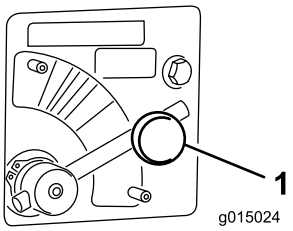

Figuur 33
1. Draai de knop los waarmee de hendel van de spinnerklep is bevestigd (Figuur 33).
2. Draai de hendel van de spinnerklep naar de gewenste kleur (Figuur 33).
Zet de hendel van de spinnerklep in het **BLAUWE** gebied (max. snelheid) (Figuur 33). Als u de hendel volledig naar rechts draait, moet deze horizontaal staan.